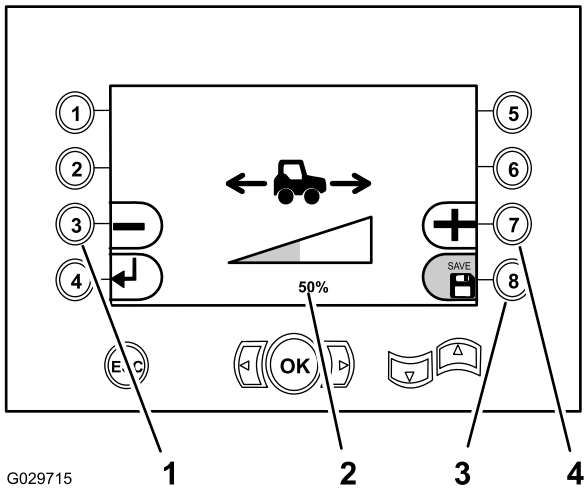

Figure 41
- Press button 3 (Figure 41) to lower the percent of ground speed that you can set with the utility-traction joystick (down to 15% of the ground speed that you can set with the foot pedal.).
- Press button 7 (Figure 41) to increase the percent of ground speed that you can set with the utility-traction joystick.
3. Press button 8 to save your setting (Figure 41).